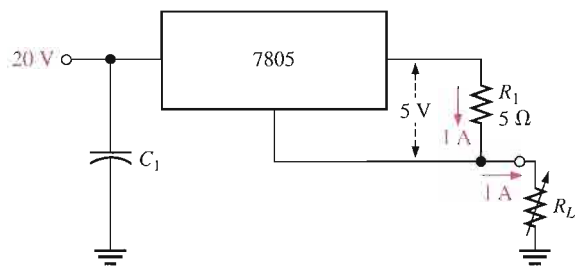

FIGURE 18–37
The circuit is shown in Figure 18–37.
In Section 18–5, the 78S40 was introduced as an example of an IC switching voltage regulator. Figure 18–38 shows the external connections for a step-down configuration where the output voltage is less than the input voltage, and Figure 18–39 shows a step-up configuration in which the output voltage is greater than the input voltage. An inverting configuration is also possible, but it is not shown here.
▶ **FIGURE 18–38**